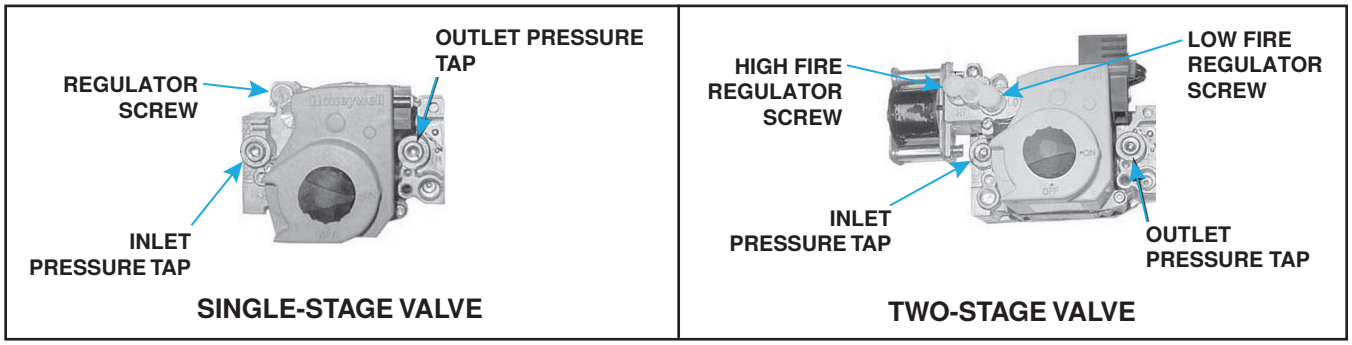

Figure 27. Combination Gas Valves
1. With manual valve (on combination valve) positioned to prevent flow to main burners, connect manometer to outlet pressure tap (see **Figure 27**) on valve.
3. Normally, adjustments to factory-preset regulator should not be necessary. If adjustment is necessary, set pressure to correct settings by turning regulator screw (see **Figure 27**) IN (clockwise) to increase pressure or OUT (counterclockwise) to decrease pressure. Consult valve manufacturer's literature provided with furnace for more detailed information.
2. Connect manometer to inlet pressure tap on combination gas valve(see **Figure 27**).